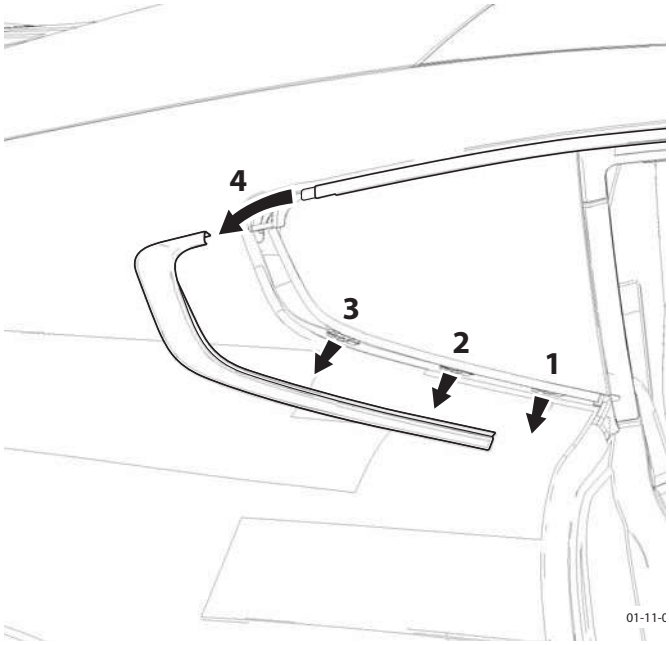

Figure 2
3. Remove the lower finisher around the fixed quarter glass. Pull items 1, 2 and 3 and slide item 4 (see Fig 2).